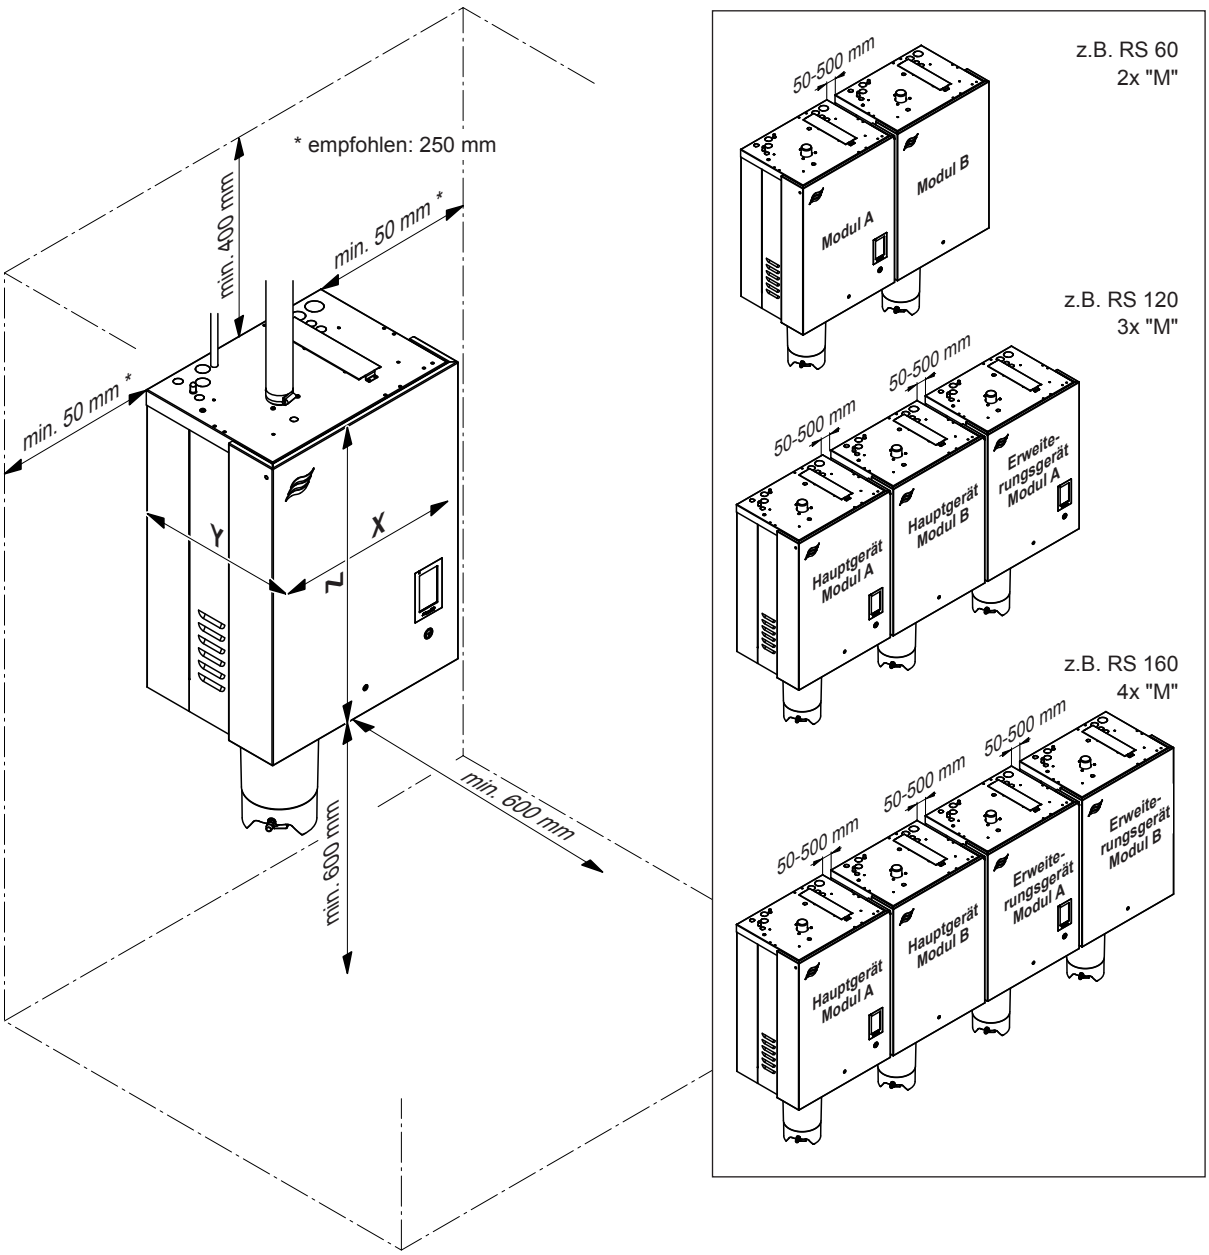

Abb. 10: Einzuhaltende Abstände
- Dampf-Luftbefeuchter so platzieren, dass das **Gerät gut zugänglich** und genügend Platz für die Wartung vorhanden ist. Die **Minimalabstände** gemäss *Abb. 10* **müssen eingehalten werden**.
- Damit die mitgelieferten Kabel bei Doppelgeräten und Geräteverbundsystemen verwendet werden können, müssen die einzelnen Geräte in der angegebenen Reihenfolge mit einem Abstand von min. 50 mm bis max. 500 mm nebeneinander und auf gleicher Höhe montiert werden (siehe *Abb. 10*).